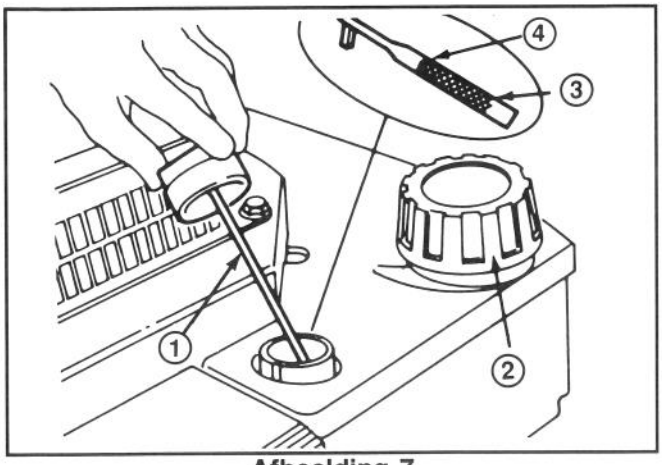

Afbeelding 7
3. Veeg de oliepeilstok af en steek hem weer in het vulgat. Draai de dop een kwartslag naar rechts. Verwijder daarna de oliepeilstok weer en controleer het oliepeil (Afb. 7). **INDIEN HET PEIL TE LAAG IS, OLIE BIJVULLEN TOT AAN DE VULLIJN OP DE OLIEPEILSTOK. VUL NIET BOVEN DE VULLIJN OMDAT DE MOTOR BIJ HET STARTEN ZOU KUNNEN BESCHADIGEN. LANGZAAM BIJVULLEN.**
1. Maak de tank rond de dop schoon en verwijder de dop van de tank (Afb. 7). Vul de tank met loodvrije benzine tot ongeveer 6-13 mm van de rand.
1. CONTROLEER HET OLIEPEIL—Houd het oliepeil tussen "ADD" en "FULL" zoals op de oliepeilstok is aangegeven (Afb. 7).
2. MAAIEN EN GRASPAKKING—De beste resultaten worden verkregen, wanneer ongeveer 1/3 van de grasspriet wordt afgemaaid. Als het gras lang is, stel dan de maaier tijdens de eerste maaironde in de hoogste stand (E). Maai het gras daarna nog eens op normale maaihoogte. Indien u teveel van het lange gras afmaait, kan de maaier verstopt raken en de motor afslaan.